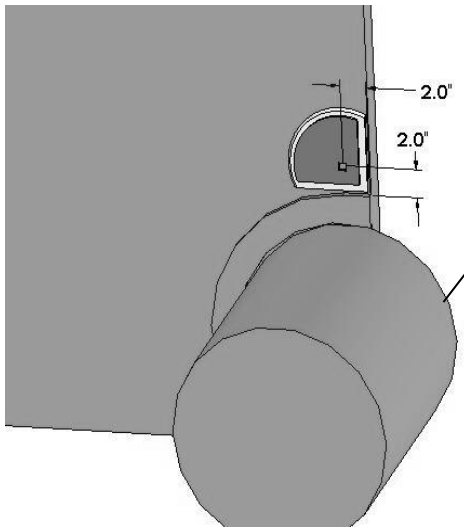

Figure 2
4. The mounting hole will be 3/4" (19mm) in diameter. The disc will need to be placed on the baler lining up the center of the bolt with the location 2” (51mm) up from bottom and 2” in from the back of the chamber. (Figure 2)